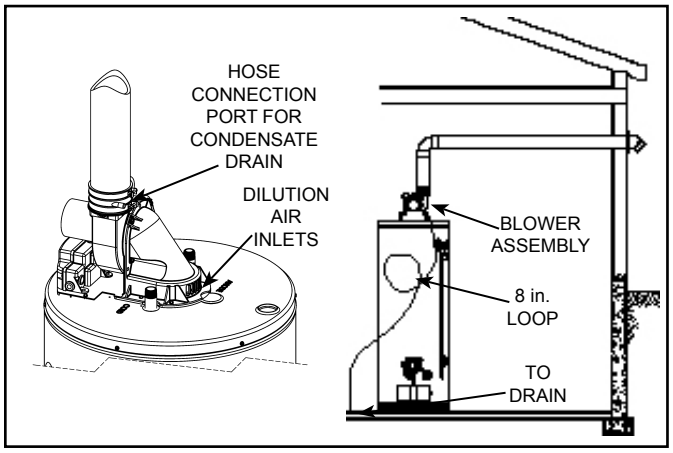

Figure 29.
1. This power vented water heater comes with blower assembly installed (see Figure 29).
This heater requires room air to lower the flue gas temperatures before the gases pass through the vent system. The dilution air inlets are located on the rear of the blower assembly (see Figure 2 & Figure 29).
Condensate formation does not occur in all installations of power vented water heaters, but should be drained on installations where it can form in the venting system. Condensation in the venting system of power vented water heaters is dependent upon installation conditions including, but not limited to, ambient temperature and humidity of installation location, ambient temperature and humidity of venting space, vent discharge and slope, and product usage. In certain conditions, installations in unconditioned space or having long horizontal or vertical vent runs can accumulate condensate. Long lengths of venting that pass through cool/cold areas will experience condensation. The vent pipe should be sloped upwards away from the blower assembly, then adequate means for draining and disposing of the condensate needs to be made by the installer. If installation conditions cause condensation, install a condensate trap loop approximately 8 in. in diameter using 3/8” plastic hose. Connect the hose to the built-in drain port of the rubber coupling of the blower assembly (see Figure 29). Loop the hose in a vertical position as shown. The tube loop must be filled with water at least half way prior to operating the heater. Ensure the end of the tube has access to a drain as condensate will flow from the end. Secure the tubing to the side of the heater. Prior to operating the water heater, make sure the removable cap is installed on the drain port (if a drain hose is not needed).